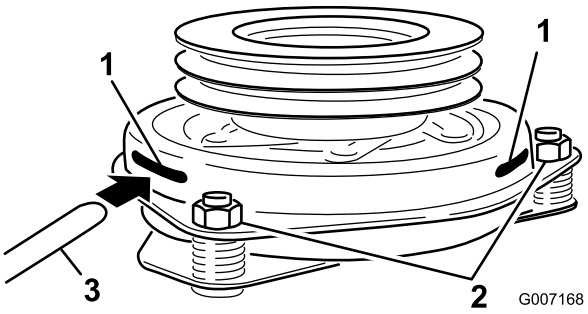

Figur 61
9. Sett et 0,381–0,533 mm følerblad gjennom én kontrollslisse på siden av enheten. Påse at det er mellom armaturen og rotorens friksjonsoverflater (Figur 61).
10. Stram låsemutrene til følerbladet sitter fast men er løst nok til at det lett kan beveges innen luftgapet (Figur 61).